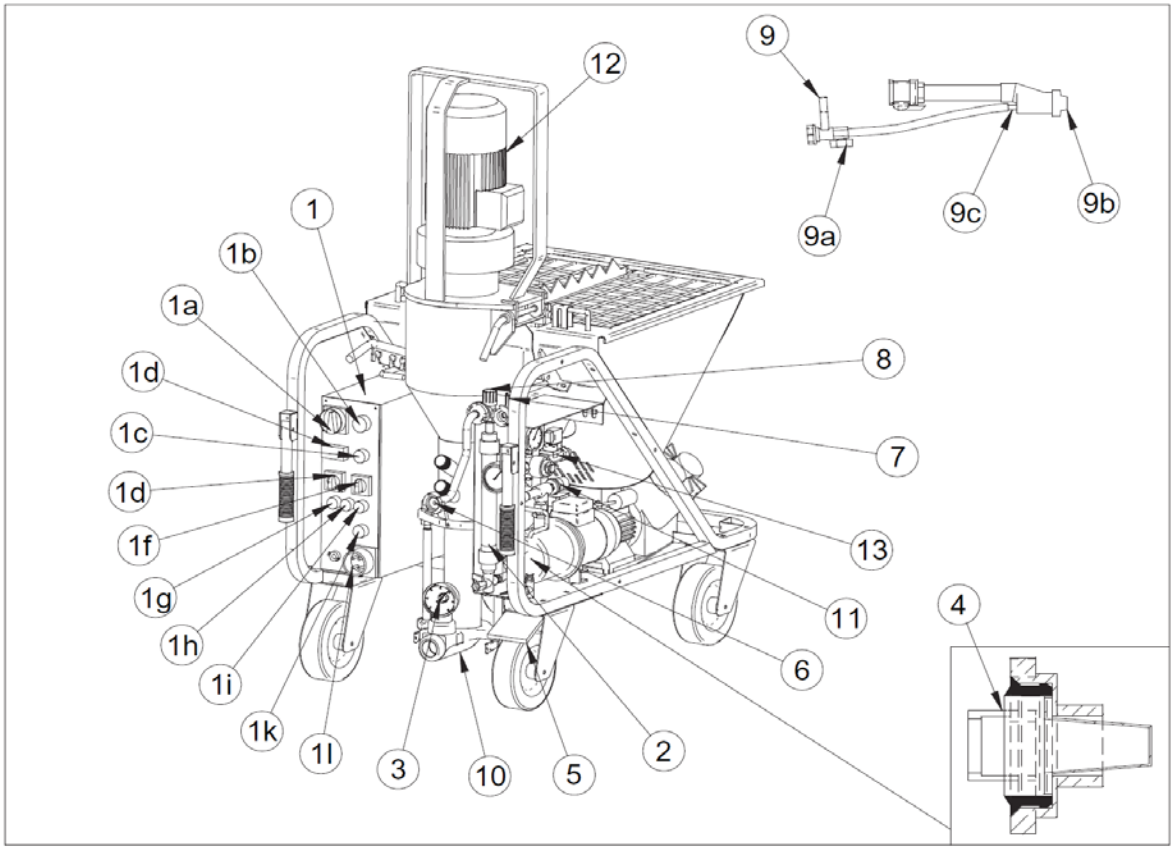

FIG.10
Cerrar la llave del aire (ref. 9a) de la lanza pulverizadora (fig. 10).